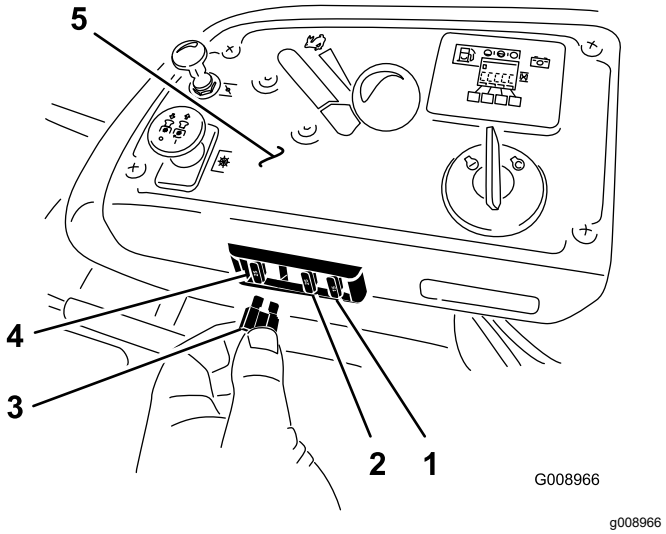

Figur 69
Sikringene er plassert på konsollen til høyre for setet (Figur 69).
2. Sett inn en ny sikring (Figur 69).